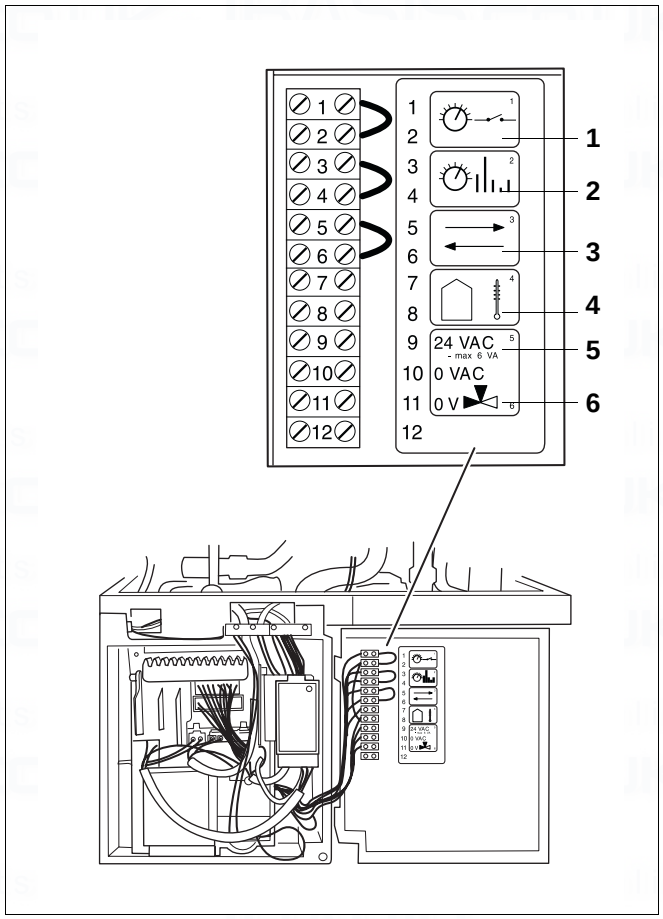

Fig. 90 Checking the controller-device connections at the boiler
- Terminals 1 and 2 should not be wired in any way. The unit is supplied with a dummy connector between terminals 1 and 2 (fig. 90). The DC voltage at terminals 3 and 4 should be approx. 11.5 V. If this is not so, the UBA or the cable harness is defective.
It is possible, in order to limit the source of errors, to disconnect the ERC or RC from the boiler (bridge required at 3 and 4) and to install a conductor bridge at 1 and 2 (fig. 90).